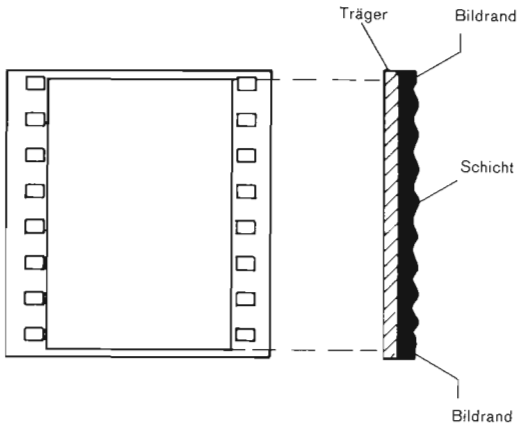

Fig. 5-9 Kleinbildfarbschicht
- Die Scharfeinstellung des Abtastobjektivs ist unbedingt auf eine Kleinbildvorlage vorzunehmen! Es zeigt sich nämlich, daß die Schärfenebene des Kleinbildes keineswegs mit der Oberfläche der Abtastwalze übereinstimmt. Auch macht das Aufspannen der Vorlage oft Schwierigkeiten, da die Ränder meist so schmal sind, daß die Haftung normaler Klebestreifen nicht ausreicht. Eine Kontrolle der exakten Bildauflage ist nicht direkt möglich, da Kleinbilder durch die Entwicklung eine reliefartige Oberfläche erhalten. Lediglich der Bildrand ist noch unverändert. Wie Fig. 5-9 zeigen soll, sind durch Gerbung die Farbschichten der Vorlage mehr oder weniger abgetragen, wodurch zwischen Vorlage und Walze stellenweise Hohlräume auftreten. Es ist also sehr darauf zu achten, daß diese Hohlräume nicht durch schlechtes Anliegen der Vorlage noch zusätzlich vergrößert werden. Nötigenfalls ist die Beschaffung besonders hochwertiger Klebestreifen erforderlich. Das Scharfstellen ist in bekannter Weise durchzuführen. Dabei sollte die Betrachtungslupe benutzt und die Schärfe auf mehreren Stellen der Vorlage geprüft werden. Abtastvakuum eingeschaltet lassen.